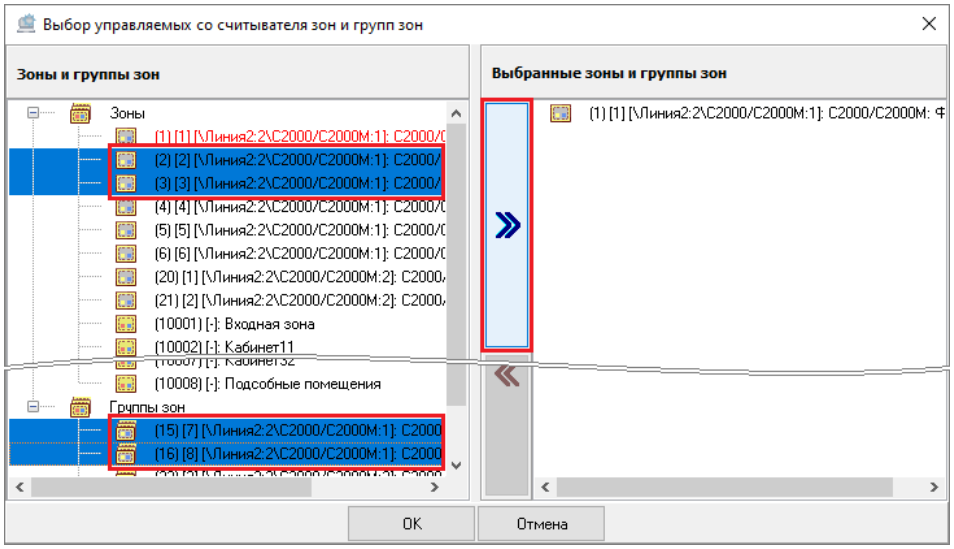

Рисунок 6-400 Выбор нескольких зон и групп зон в качестве управляемых со считывателя кнопкой переноса
– выделите одну или несколько зон/групп зон в поле «Зоны и группы зон» (для выделения сразу нескольких зон/групп зон нажмите на клавиатуре и удерживайте клавишу <Shift> для выбора диапазона или клавишу <Ctrl> для комбинированного выбора) и нажмите кнопку переноса (см. Рисунок 6-400);